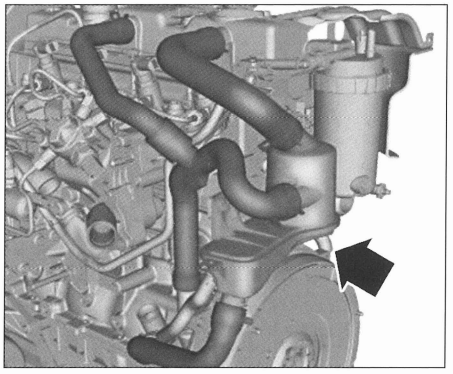

FIG. 9
- Desconectar las tuberías de recirculación de los gases de cárter de la tapa de culata **(fig. 9).**